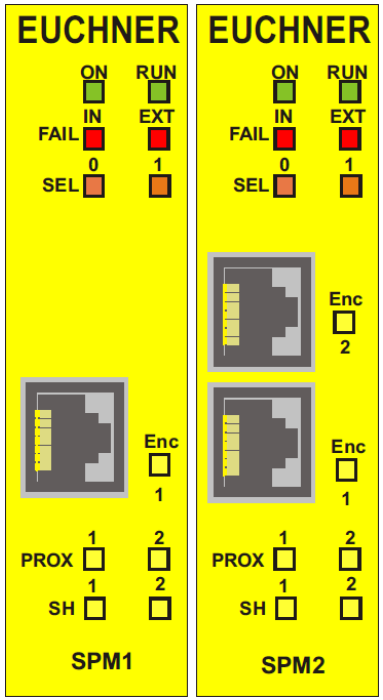

Bild 40:
8.4.13. Module SPM0, SPM1, SPM2 *(Bild 40)*